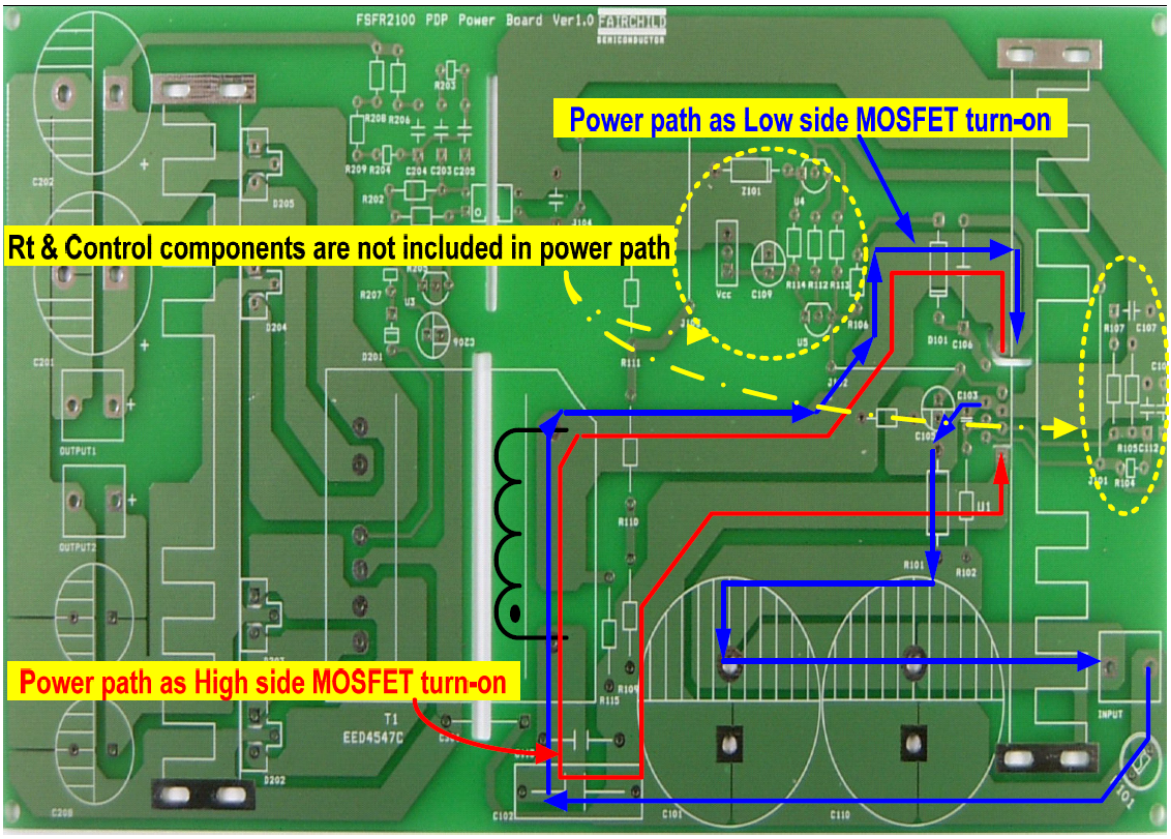

Figure 30. Example of Duty Balancing
9. PCB Layout Guidelines: Duty imbalance problems may occur due to the radiated noise from the main transformer, the inequality of the secondary side leakage inductances of main transformer, and so on. This is one of the reasons that the control components in the vicinity of the RT pin are enclosed by the primary current flow pattern on PCB layout. The direction of the magnetic field on the components caused by the primary current flow is changed when the high- and low-side MOSFET turn on by turns. The magnetic fields with opposite directions induce a current through, into, or out of the RT pin, which makes the turn-on duration of each MOSFET different. It is strongly recommended to separate the control components in the vicinity of the RT pin from the primary current flow pattern in the PCB layout. Figure 30 shows an example for a duty-balanced case.